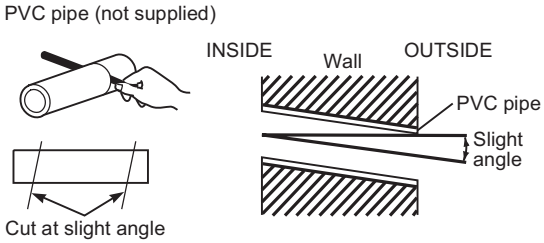

Fig. 1-46
(9) Measure the thickness of the wall from the inside to the outside and cut PVC pipe at a slight angle to fit. Insert the PVC pipe in the wall. (Fig. 1-46)